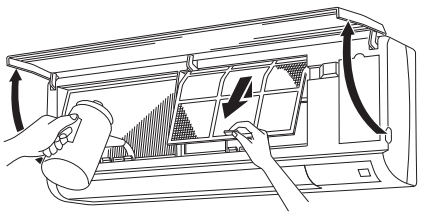

**Fig. 5-4**
**♦ Vérifier l'écoulement (Fig. 5-4)**